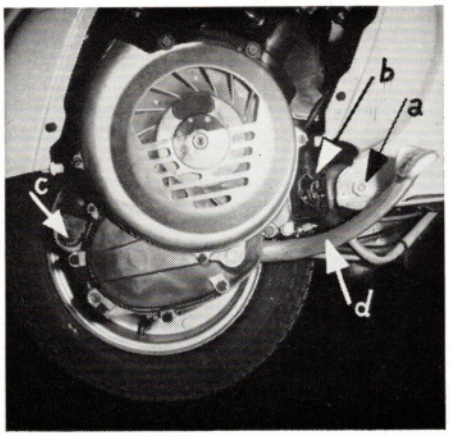

Bild 4: a = Mutter auf Schwingenlagerbolzen; b = Anschlußklemmleiste; c = Bolzen im unteren Federbeinauge; d = Kickstarterhebel.
8. Deckel für Klemmanschlußleiste nach Lösen seiner Halteschraube abnehmen (Bild 4) und 3 Kabelanschlüsse motorseitig lösen — Anschlußleiste bleibt am Fahrgestell!
23. Kickstarterhebel-Befestigung lösen und Hebel (d in Bild 4) abnehmen.